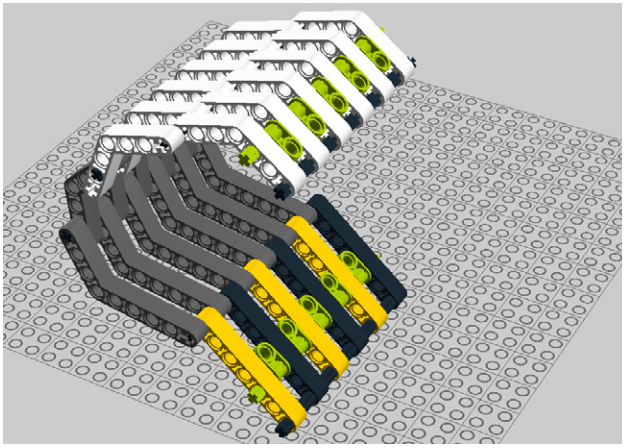

Figure 7-17. *Step 10: Adding cross blocks and axles*
10. Add ten 2M cross blocks along with two 12M cross axles (Figure 7-17).